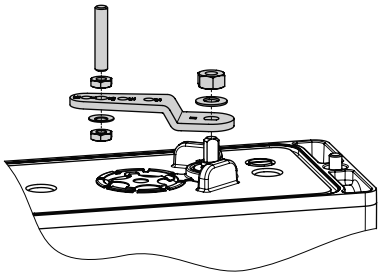
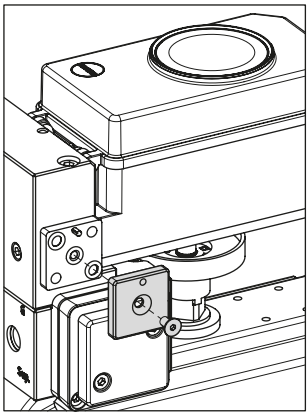

Fig. 5-16: *Pin transmisor en posición 90°*
Fig. 5-18: *Montaje de la placa reversible*
5. Colocar pin transmisor en la palanca del posicionador en la posición 90° y atornillarlo (ver Fig. 5-16). Para ello emplear únicamente el pin transmisor largo incluido en el kit de montaje.
6. Colocar el posicionador en el adaptador en ángulo (1) de forma que apoye en la rueda de arrastre (3) del accionamiento.
7. Montar el posicionador con los tornillos de fijación (6) en el adaptador en ángulo (4).
2. Montar el bloque adaptador (1) con cuatro tornillos de fijación (2) en la interfaz NAMUR del accionamiento, prestar atención al correcto asiento de las juntas.
3. Montar la rueda de arrastre (3) en el eje del accionamiento. Utilizar el adaptador necesario (ver Tabla 5-9, pág. 5-52).
4. Colocar el adaptador en ángulo (4) en el bloque adaptador (1) y atornillarlo con los tornillos de fijación (5), prestar atención al correcto asiento de las juntas.
5. Colocar el pin transmisor en la palanca del posicionador en la posición 90° y atornillarlo (ver Fig. 5-16, pág. 5-20).
8. Montar el amplificador inversor Tipo 3710 (7) en el adaptador en ángulo, utilizando ambos casquillos guía (8), la placa de conexiones (9) y los tornillos de fijación (10) correspondientes, prestar atención al correcto asiento de las juntas.
10. Para la función de doble efecto montar la placa reversible con la inscripción ***Doppel***, y para la función de test de carrera parcial con la inscripción ***PST*** (ver Fig. 5-18), prestar atención al correcto asiento de las juntas.